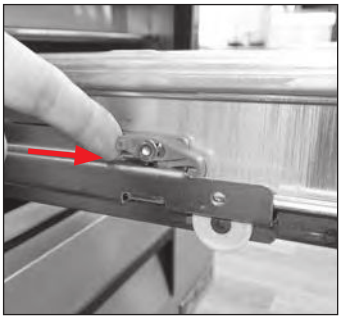

Fig. 6a. Push the retainer forward.
5. Push the plastic drawer retainer forward and raise the front end. See figs. 6a and 6b.